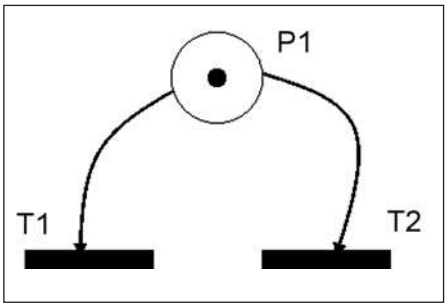

Figura 4: conflitto.
- Conflitto: due transizioni si dicono in conflitto strutturale se hanno almeno un posto in comune. Si ha poi il conflitto effettivo quando, oltre al conflitto strutturale, la marcatura dei posti comuni in ingresso è tale da non consentire lo scatto di entrambe le transizioni. In **figura 4** si ha una situazione di conflitto effettivo; se però nel posto P1 vi fossero due token, si avrebbe solamente un conflitto strutturale.